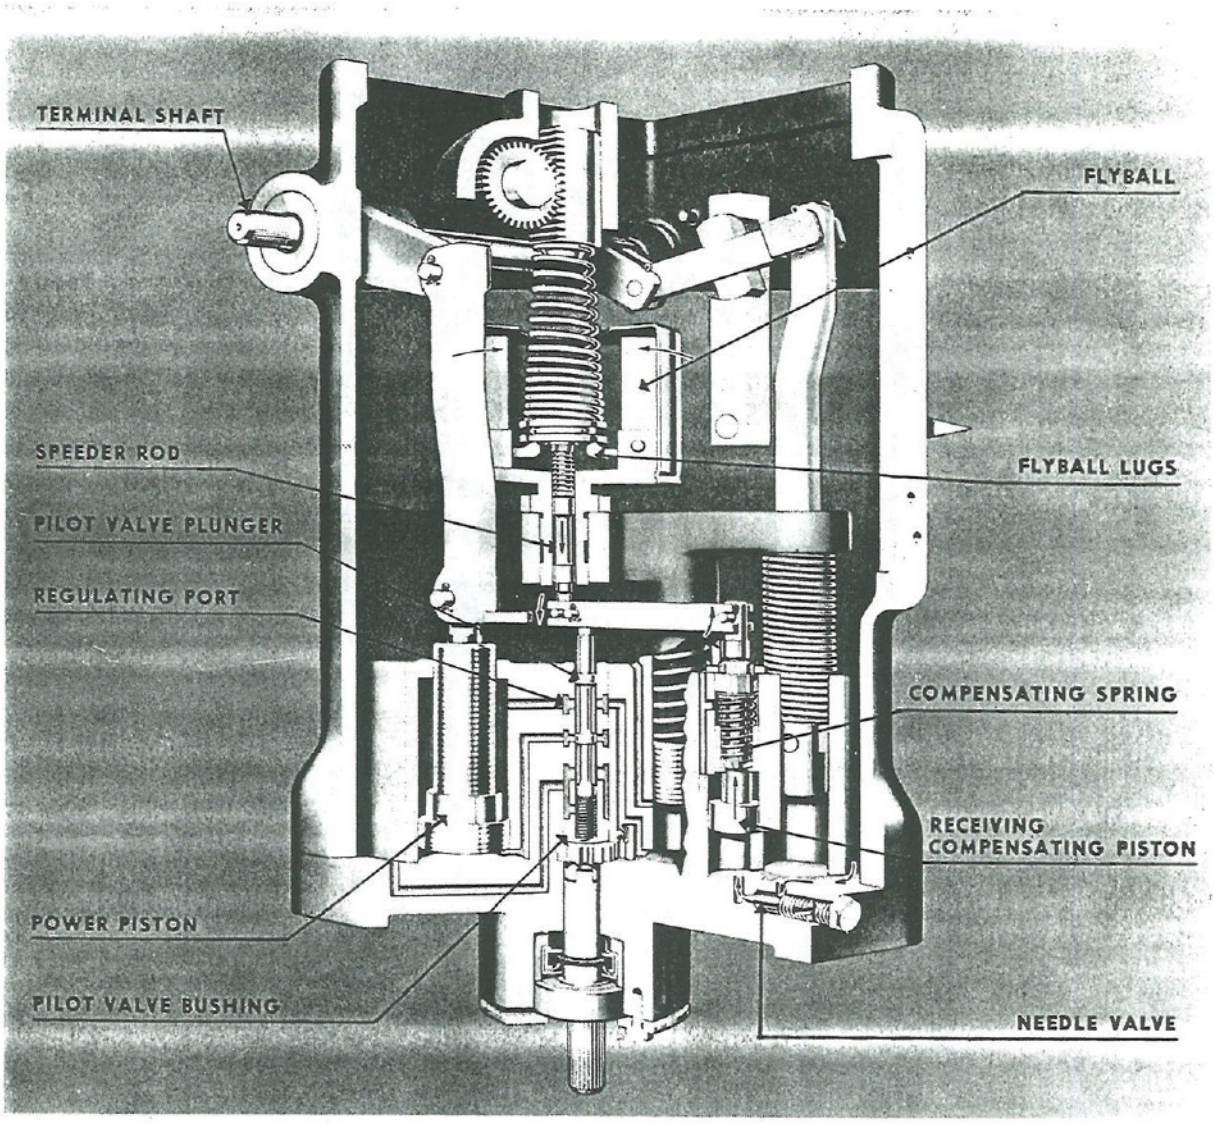

Fig. 48. Governor, Hydraulic, Operation at Normal After Compensating for Speed Increase
d. Fig. 48 illustrates the next step. Engine speed has decreased to the normal, or desired rate, and the flyballs close in to the normal position. As the flyballs move inward, the flyball lugs move downward, releasing tension on the speeder spring which pushes the speeder rod to normal position. The receiving compensating piston is returned to normal position by the compensating spring at the same rate as the speeder rod, thus keeping the regulating port in the pilot valve bushing covered by the land on the pilot valve plunger. The rate at which the receiving compensating piston is returned to the normal position is determined by the flow of oil through the needle valve. At the completion of this cycle, flyballs, speeder rod, pilot valve plunger and receiving compensating piston are all in normal positions. The